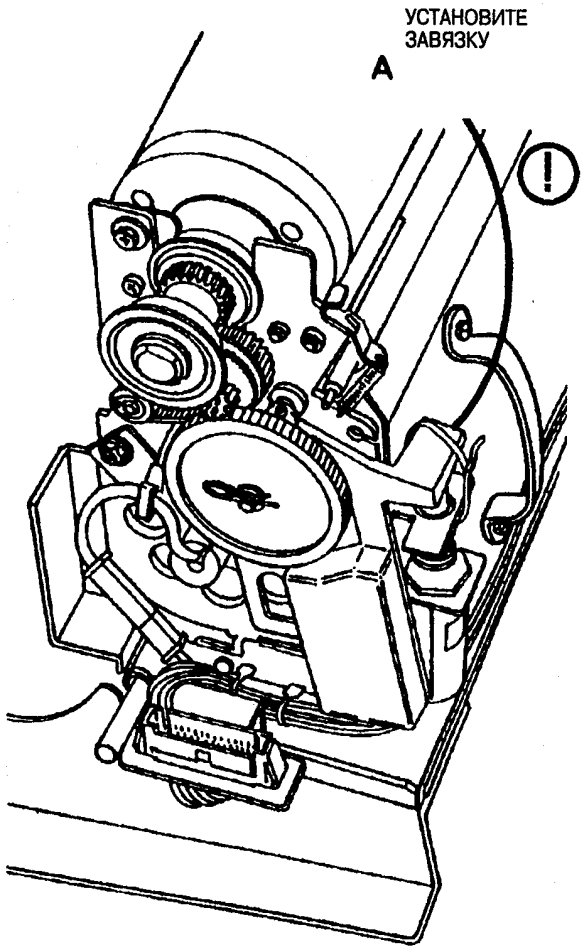

Рис. 1. Установите завязку на груз соленоида чистящего лезвия
3. (Рис. 1): Установите завязку на груз соленоида чистящего лезвия.